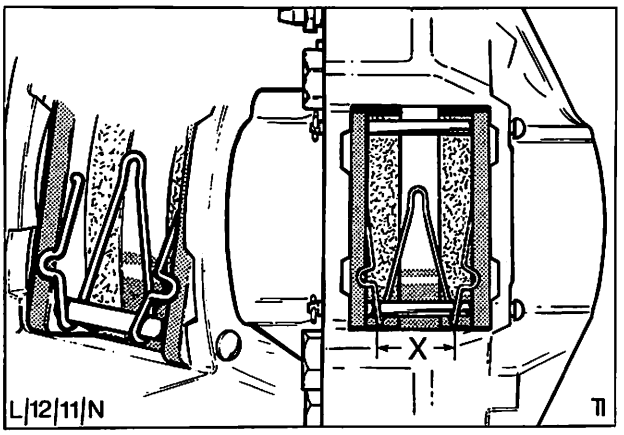

Abb. 28 Zusammenbau des Bremssattels
8. Spannfedern montieren, dazu die Federenden in die Bohrung in jedem Bremsklotz einsetzen, Abb. 28. Spannfedern beim Einbau nicht zusammendrücken, damit das Maß „X" in Abb. 28 nicht kleiner als 25 mm ist. Haltestifte durch die Spannfedern einsetzen und mit den Federklammern sichern.